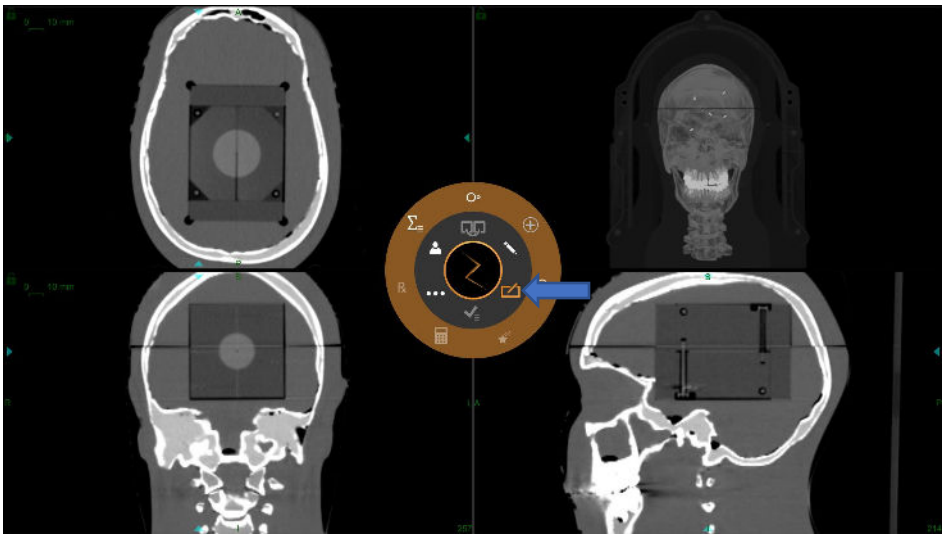

Figura 7-2 Icono de plan.
1. Haga clic en el icono **Plan** para agregar un isocentro (consulte la figura 7-2).